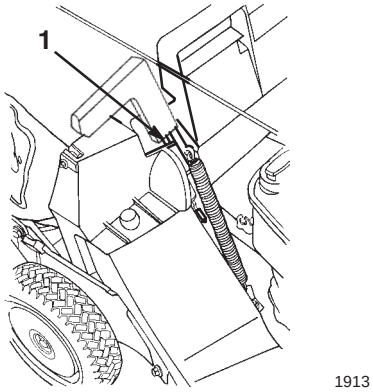

Figur 15
5. Drag utkastarluckans handtag framåt och för det bakåt tills pinnen låser sig i skåran på uppsamlaren (figur 15).